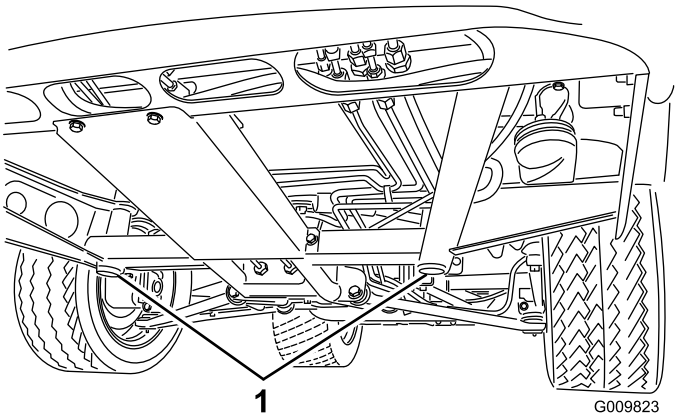
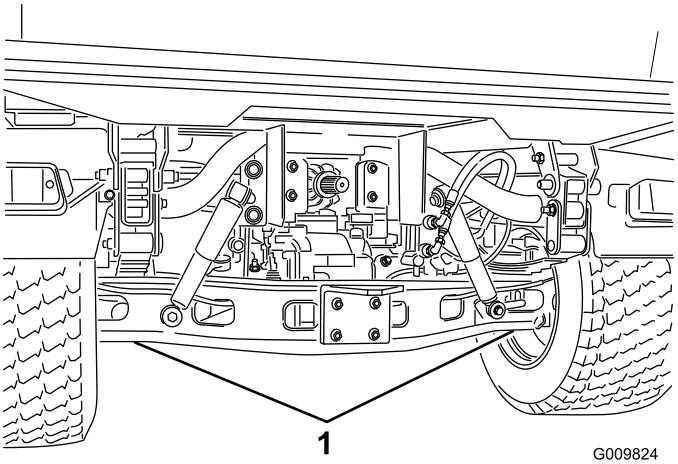

Figuur 35
Figuur 36
- Het kriksteunpunt aan de voorkant van het voertuig bevindt zich onder het middelste steunpunt van het voorframe (Figuur 35) en aan de achterkant onder de achterasbuis (Figuur 36).